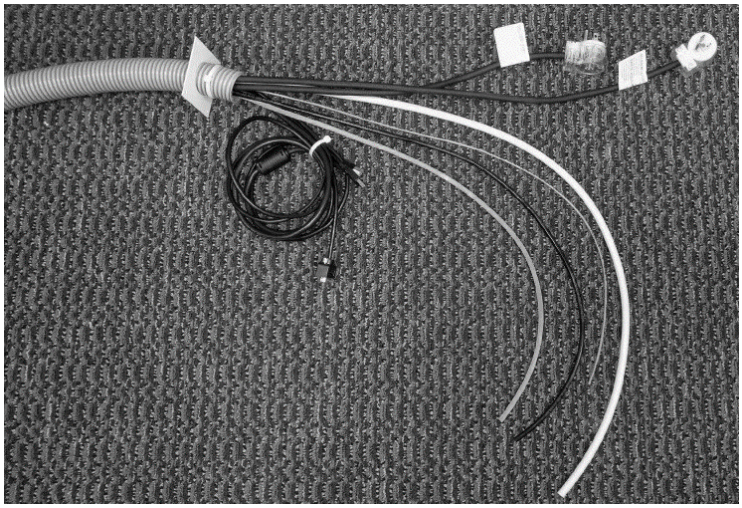

Fig. 2
5. TUBING IDENTIFICATION (FIG. 2)